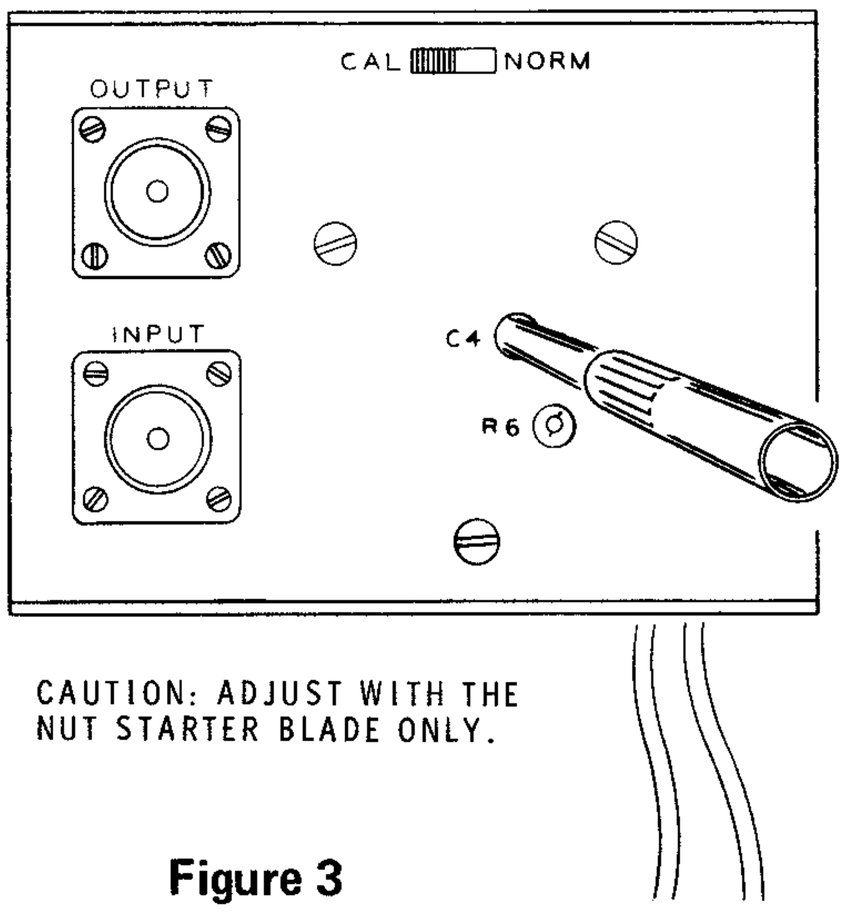

Figure 3
2.( ) Connect a 50-ohm noninductive load, such as the Heathkit Cantenna, to the remote chassis OUTPUT jack. (See Figure 3 on Page 14).
3.( ) Connect the transmitter output to the INPUT jack on the remote chassis. (See Figure 3.)
6.( ) Set the CALIBRATION switch, on the rear of the remote chassis, to NORM (see Figure 3).
12.( ) Refer to Figure 3, and adjust SWR NULL trimmer C4, through the rear of the remote chassis, with the alignment tool (nut starter) for the best null or greatest dip of the meter needle. This reading should be at or near zero. NOTE: Do not use any metal tool other than the nut starter blade to make these adjustments.